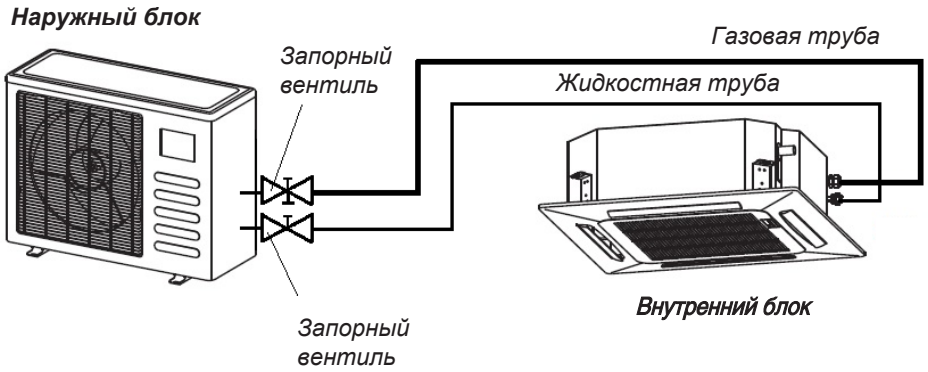

Рис.2.18
2.7.1 Наружный и внутренний блоки соединяются медными трубами в единый фреоновый контур (рис.2.18)